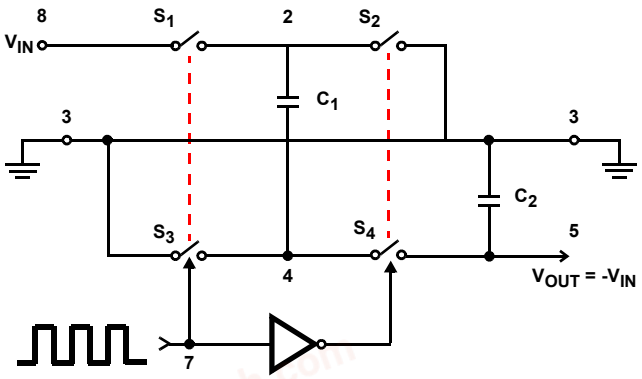
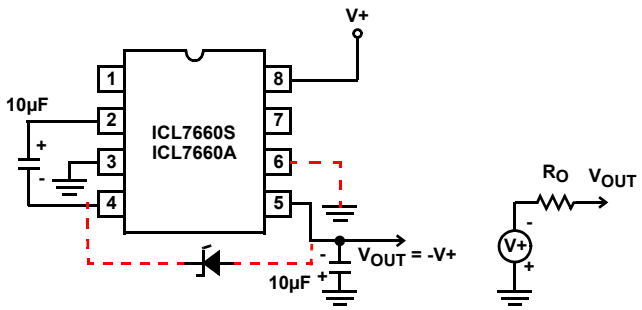
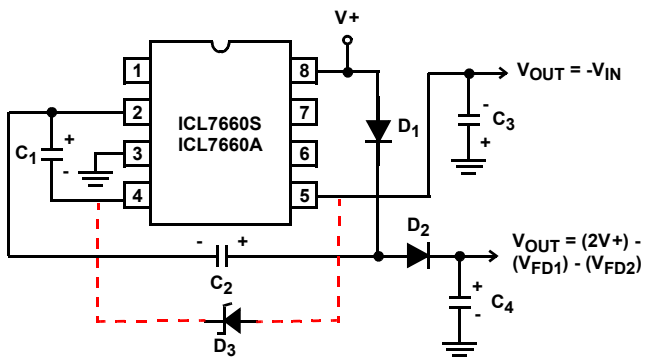

FIGURE 14. IDEALIZED NEGATIVE VOLTAGE CONVERTER
FIGURE 15. SIMPLE NEGATIVE CONVERTER AND ITS OUTPUT EQUIVALENT
FIGURE 19. COMBINED NEGATIVE VOLTAGE CONVERTER AND POSITIVE DOUBLER
The ICL7660S and ICL7660A contain all the necessary circuitry to complete a negative voltage converter, with the exception of two external capacitors, which may be inexpensive 10µF polarized electrolytic types. The mode of operation of the device may best be understood by considering Figure 14, which shows an idealized negative voltage converter. Capacitor C_1 is charged to a voltage, V+, for the half cycle, when switches S_1 and S_3 are closed. (Note: Switches S_2 and S_4 are open during this half cycle). During the second half cycle of operation, switches S_2 and S_4 are closed, with S_1 and S_3 open, thereby shifting capacitor C_1 to C_2 such that the voltage on C_2 is exactly V+, assuming ideal switches and no load on C_2. The ICL7660S and ICL7660A approach this ideal situation more closely than existing non-mechanical circuits.
In the ICL7660S and ICL7660A, the four switches of Figure 14 are MOS power switches; S_1 is a P-Channel device; and S_2, S_3 and S_4 are N-Channel devices. The main difficulty with this approach is that in integrating the switches, the substrates of S_3 and S_4 must always remain reverse biased with respect to their sources, but not so much as to degrade their “ON” resistances. In addition, at circuit start-up, and under output short circuit conditions (V_{OUT} = V+), the output voltage must be sensed and the substrate bias adjusted accordingly. Failure to accomplish this would result in high power losses and probable device latch-up.
where V_1 and V_2 are the voltages on C_1 during the pump and transfer cycles. If the impedances of C_1 and C_2 are relatively high at the pump frequency (see Figure 14) compared to the value of R_L, there will be a substantial difference in the voltages, V_1 and V_2. Therefore it is not only desirable to make C_2 as large as possible to eliminate output voltage ripple, but also to employ a correspondingly large value for C_1 in order to achieve maximum efficiency of operation.
The majority of applications will undoubtedly utilize the ICL7660S and ICL7660A for generation of negative supply voltages. Figure 15 shows typical connections to provide a negative supply where a positive supply of +1.5V to +12V is available. Keep in mind that pin 6 (LV) is tied to the supply negative (GND) for supply voltage below 3.5V.
The output characteristics of the circuit in Figure 15 can be approximated by an ideal voltage source in series with a resistance as shown in Figure 15B. The voltage source has a value of -(V+). The output impedance (R_O) is a function of the ON resistance of the internal MOS switches (shown in Figure 14), the switching frequency, the value of C_1 and C_2, and the ESR (equivalent series resistance) of C_1 and C_2. A good first order approximation for R_O is shown in Equation 2:
Figure 19 combines the functions shown in Figure 15 and Figure 18 to provide negative voltage conversion and positive voltage doubling simultaneously. This approach would be suitable, for example, for generating +9V and -5V from an existing +5V supply. In this instance, capacitors C_1 and C_3 perform the pump and reservoir functions, respectively, for negative voltage generation, while capacitors C_2 and C_4 are pump and reservoir, respectively, for the doubled positive voltage. There is a penalty in this configuration which combines both functions, however, in that the source impedances of the generated supplies will be somewhat higher, due to the finite impedance of the common charge pump driver at pin 2 of the device.
resistor to the LV pin ensures start-up. Because the switches share the load in parallel, the output impedance is much lower than in the standard circuits, and higher currents can be drawn from the device. By using this circuit, and then the circuit of Figure 15, +15V can be converted, via +7.5 and -7.5, to a nominal -15V, although with rather high series output resistance (~250Ω).